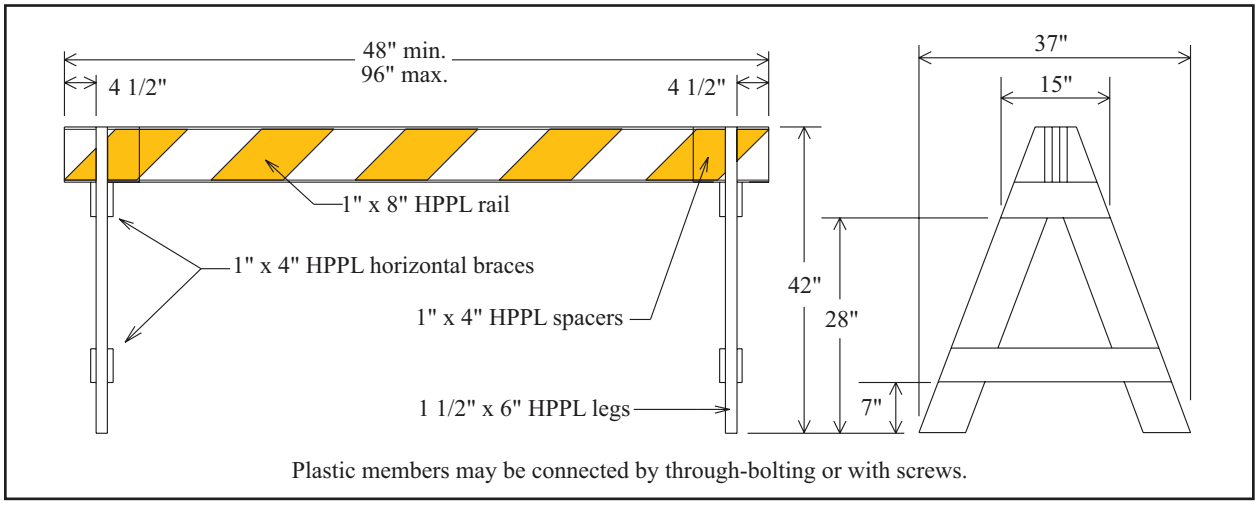

Figure C-3.Generic HPPL A-frame Type-I Barricade
- Hollow-profile plastic lumber (HPPL), 1 x 8 rail, 2 x 6 legs, and 1 x 4 braces (Figure C-3). This barricade shall be a minimum of 36 inches and a maximum of 42 inches tall. The rail may vary from 4 to 8 feet in length.